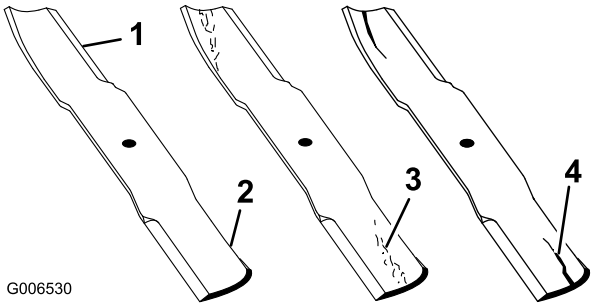

Figur 48
1. Efterse skærekanterne (Figur 48).
2. Efterse knivene, især det buede område (Figur 48).
Bemærk: Hvis kniven er beskadiget eller slidt, eller hvis der er antydning af en revne i dette område (nr. 3 og 4 på Figur 48), skal du straks montere en ny kniv.